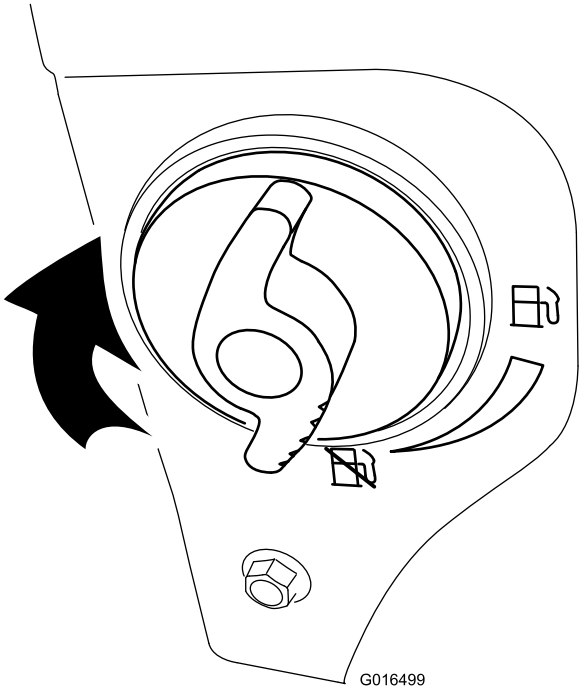

Rysunek 33
4. Zamknij zawór odcinający paliwo, przekręcając go w prawo (Rysunek 33).